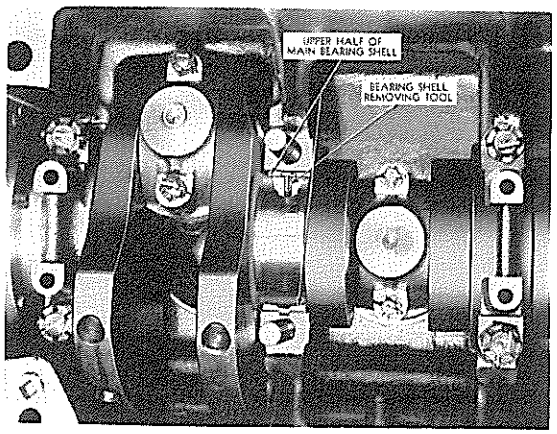

FIG. 1
4. The bearing cap having been removed, insert a ¼" x 1" bolt with a ½" diameter and 1/16" thick head into the crankshaft main bearing oil hole, then rotate the shaft to the right (clockwise) and roll the bearing shell out of position as shown in Fig. 1. The head of the bolt should